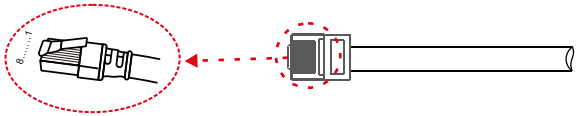

Figura 4.8-2 Pasos de funcionamiento
Paso 3-1 Pase el cable RJ45 a través de la placa de acero y conecte el cable DRED al terminal RJ45. Como se muestra en la Figura 4.8-2, la Tabla 4.8-3 describe la definición del puerto de 6 pines.